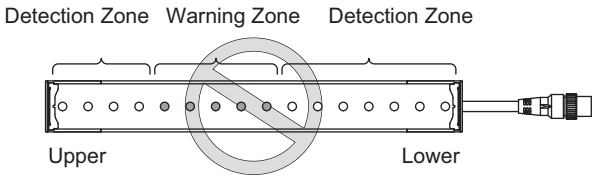

Figure 5
If 2 or less beams are interrupted, safety output is not turned OFF. (Figure 5)
•A warning zone is specified without including any of end beams (figure 5)